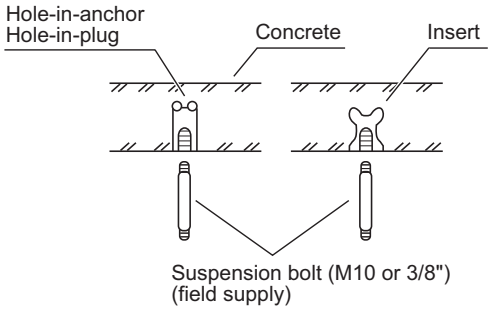

Fig. 2-98
- Insert suspension bolts (Fig. 2-98)
(2) Screw in the suspension bolts allowing them to protrude from the ceiling (Fig. 2-98).